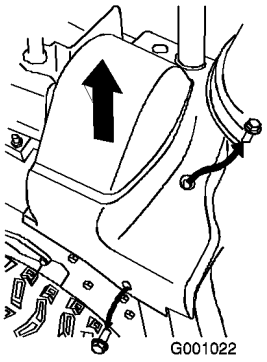

Figur 46
2. Lyft upp remkåpans högra sida (Figur 46).